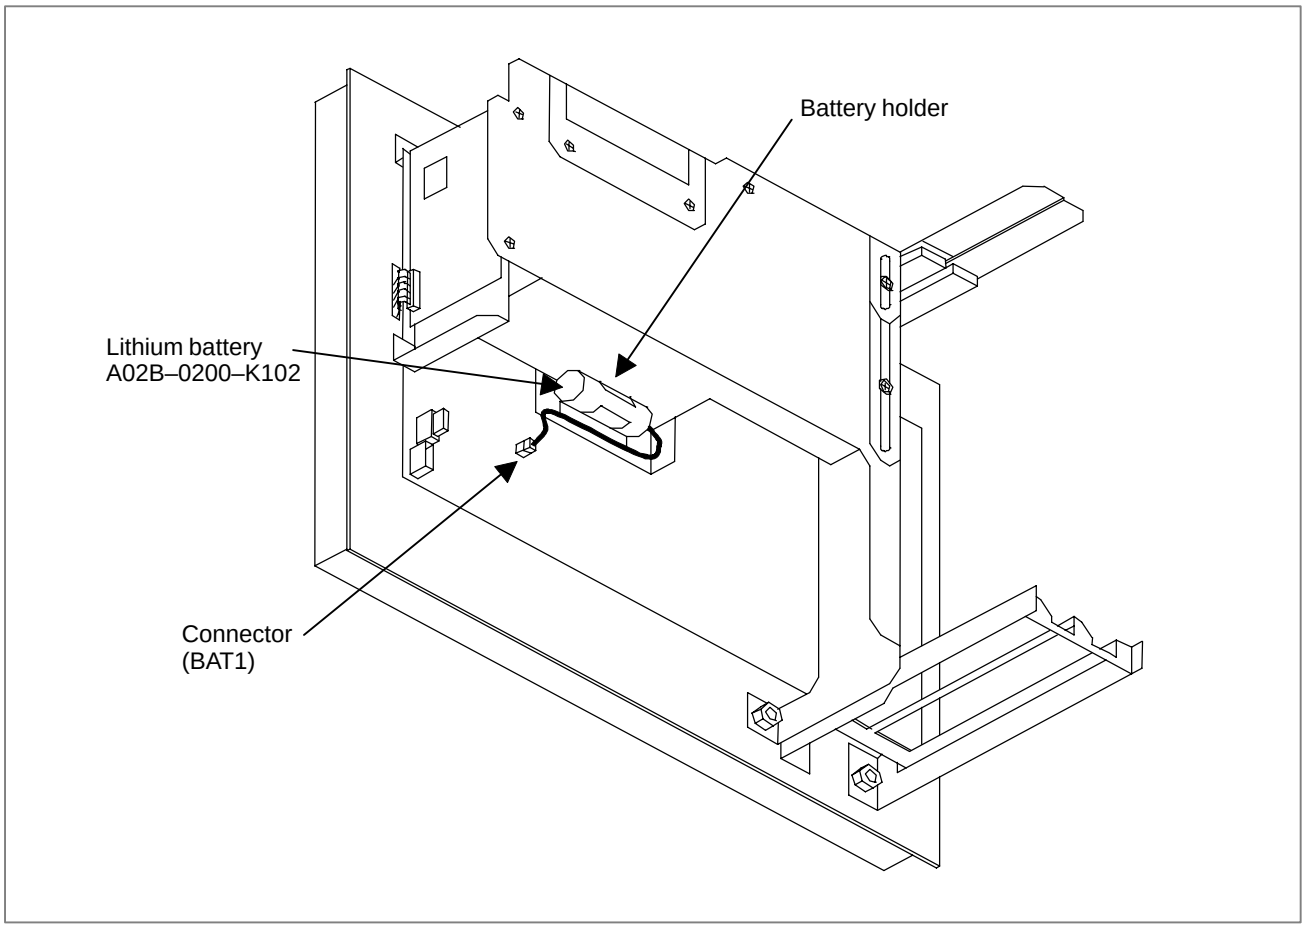

Fig. 1.3 Lithium battery connection for CNC display unit with PC functions
(1) To guard against the possible loss or destruction of BIOS parameters, write down the BIOS parameter values.
(2) Obtain a new lithium battery (A02B–0200–K102).
(3) After power has been supplied for at least five seconds, turn off the power to CNC display unit with PC functions. Remove the intelligent terminal from the panel so that replacement work can be done from the rear of the intelligent terminal.
(4) Detach the connector of the lithium battery, and remove the battery from the battery holder.
(5) Run the cable for the new lithium battery as shown in the Fig. 1.3.
(6) Attach the connector, and place the battery in the battery holder.
(7) Install CNC display unit with PC functions again.
(8) Turn on the power, and check that the BIOS parameters are maintained (BIOS setup is not activated forcibly).